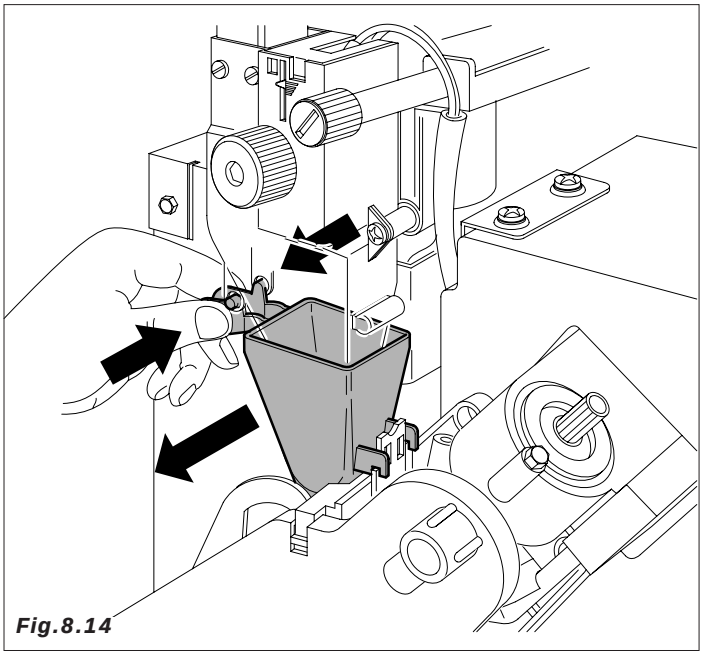

Fig.8.14
- Quite el embudo de café tal como se indica en la Fig. 8.14